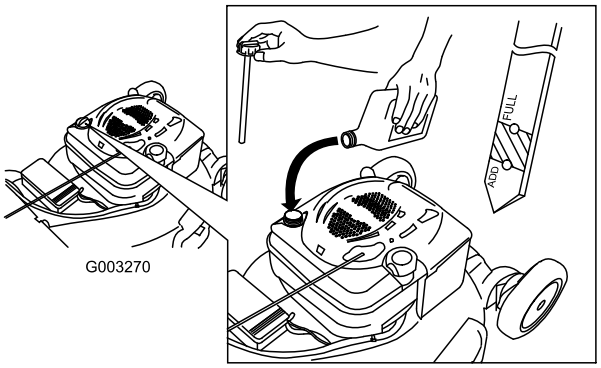

Figur 38
4. Fyll **långsamt** på olja i påfyllningsröret tills nivån når markeringen Full på oljestickan (Figur 38). **Fyll inte på för mycket.** (Maximal påfyllning: 0,59 l, typ: SAE 30 renad olja med API-klassificering SF, SG, SH, SJ, SL eller högre.)